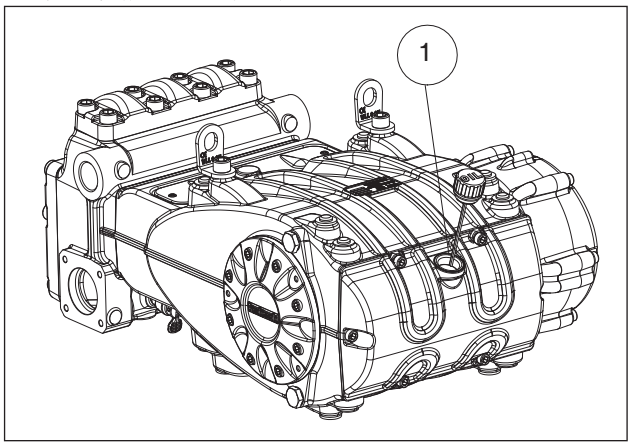

图 8
5. 通过专用液面杆(，位置)检查泵浦护门内的油面状况是否正常(位置①， 图 8)。